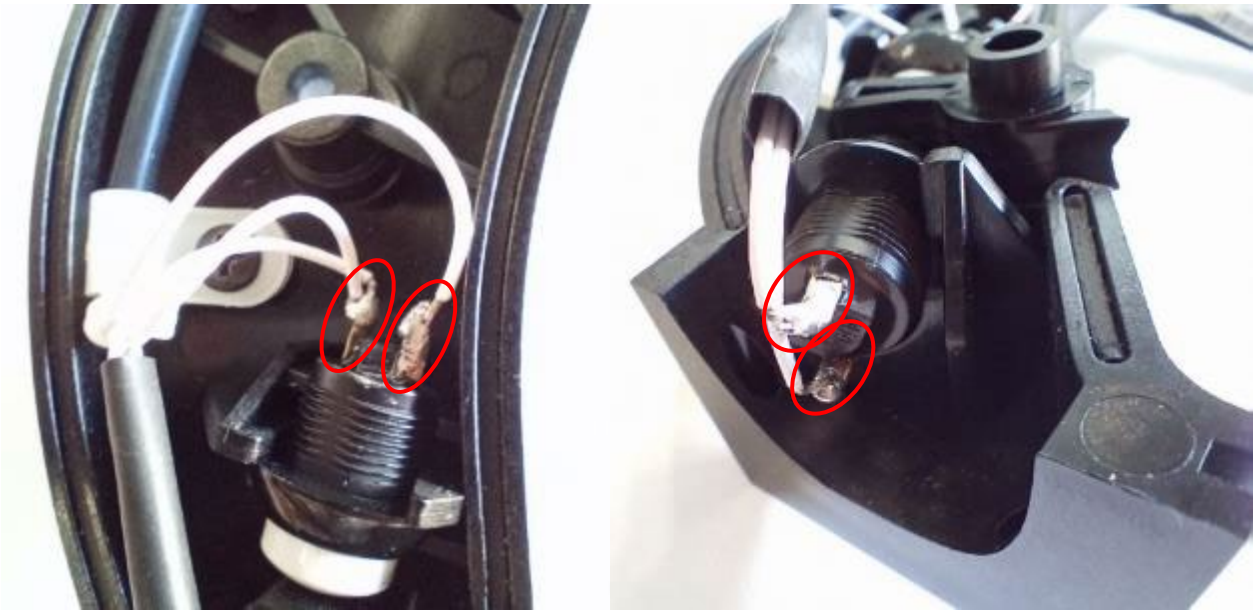

Figure 32 – Areas of sealant application
14. Refer to Figure 32. Apply a continuous layer of Sealant DOWSIL 732 RTV, clear color on both sides of the four soldered terminals (two on the white switch and two on the black switch). As an alternative, use conformal coating, AR type.